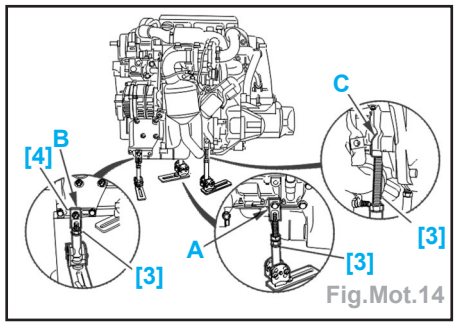

Fig.Mot.14
- Brider le moteur en 3 points (A) - (B) - (C) sur la table élévatrice à l'aide des outils [2] - [3] - [4] (Fig.Mot.14).